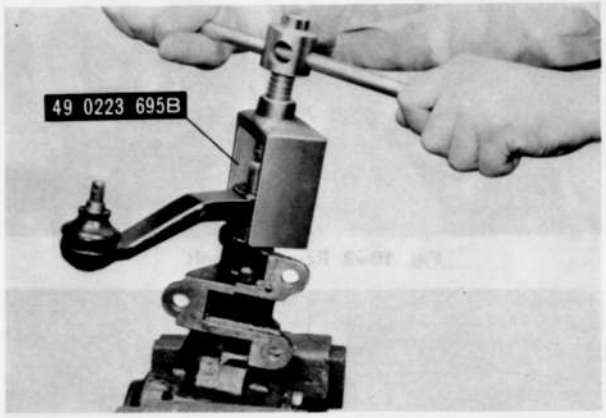

Fig. 10–6 Removing pitman arm
2. Remove the nut attaching the pitman arm and remove the pitman arm with the **pitman arm puller** (49 0223 695B), as shown in Fig. 10–6.